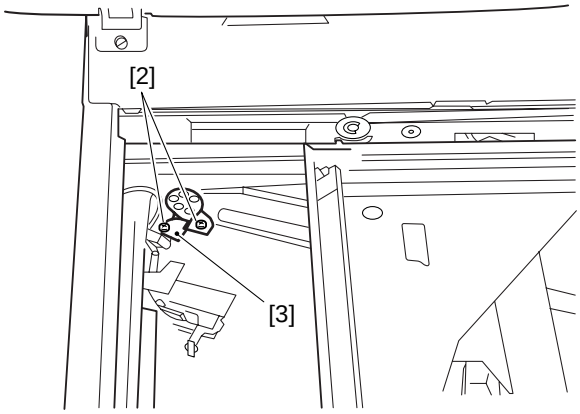

Figure 3-403
4) Remove the two screws [2] that hold the pulley mount [3] in place; see Figure 3-403.